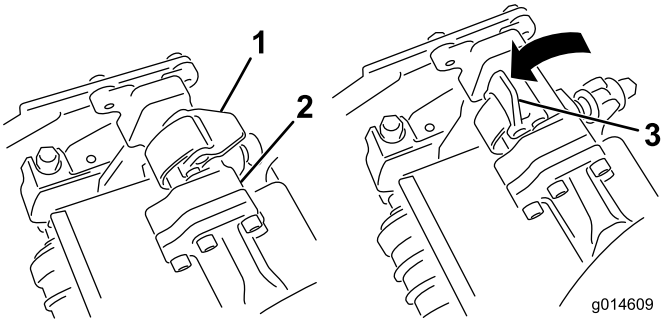
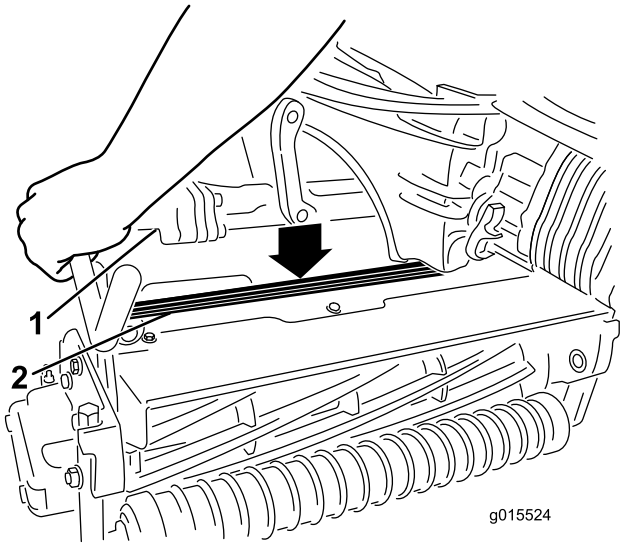

Figur 35
Figur 36
4. Låt spärrarna på upphängningsarmstången peka uppåt (dvs. de ska vara öppna) (Figur 35) och tryck upphängningsarmen nedåt så att stången passar över stången över ovansidan av klippenheten (Figur 36).
5. Fäll spärrarna nedåt och runt klippenhetsstången och lås dem på plats (Figur 35).
5. Öppna spärrarna på upphängningsarmstången på den klippenhet som du tar bort (Figur 35).